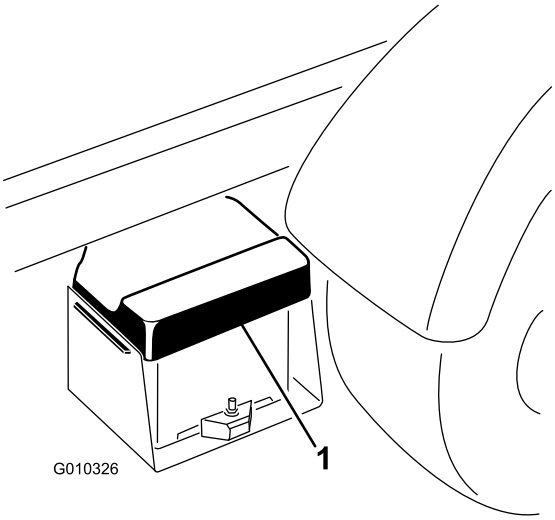

Figur 49
1. Kläm ihop batterikåpan för att frigöra flikarna från batterilådan, och ta sedan bort batterikåpan från batterilådan (Figur 49).